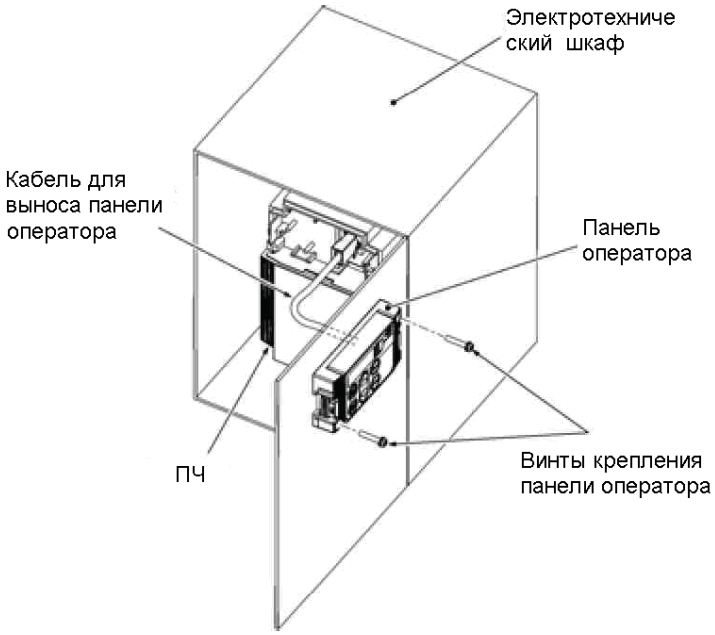

Рисунок 2.24 Установка панели оператора на стенку панели
(1) Метод установки
- Установка панели на дверцу шкафа (Рисунок 2.24).